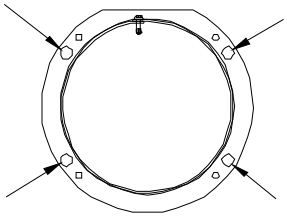

Figure 5
Étape 4 : À partir du côté de l'échangeur de chaleur de la fournaise, alignez les trous du tuyau d'évacuation du plénum d'air froid avec les trous du tuyau d'évacuation de la fournaise (voir Figure 5) et sécurisez à l'aide des quatre vis conservées à l'étape 2.